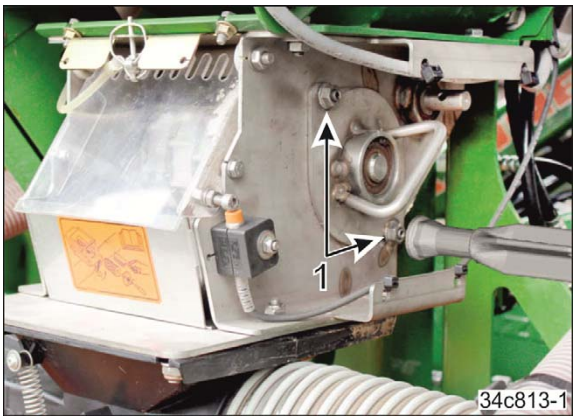

Fig. 180
7.2 2 Skt.-Muttern (Fig. 180/1) lösen, nicht abschrauben.